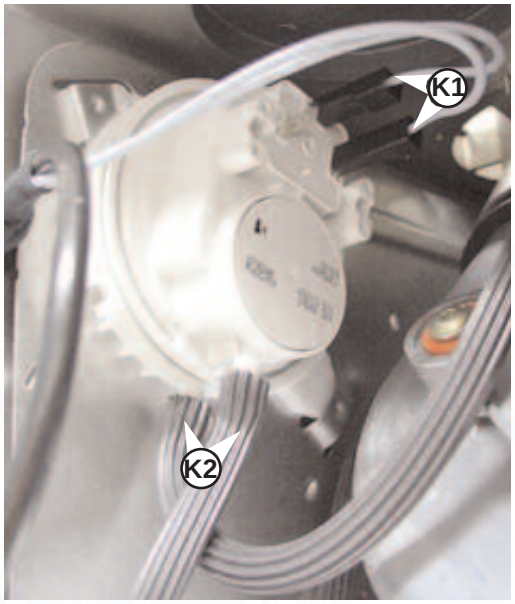

Fig. 18.33
2. Disconnect the wire connectors "**K1**" *(see Fig. 18.33)*;
3. Disconnect the pressure pipes "**K2**" noting positions *(see Fig. 18.33)*;